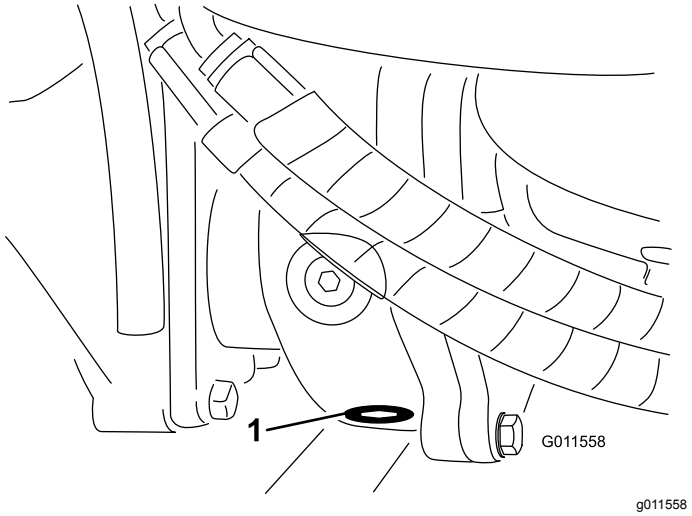

**Figur 91**
5. Rengør området omkring aftapningsproppen i bunden af gearkassen (Figur 91).